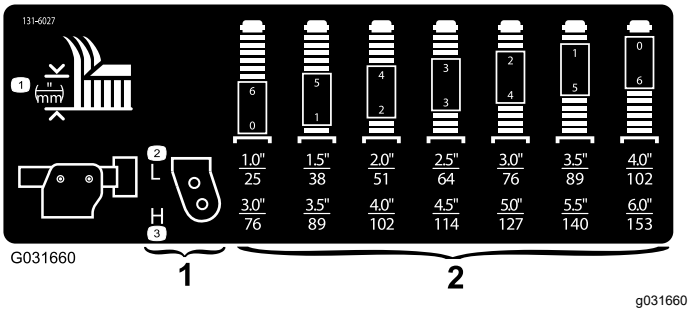

Figura 18
3. Coloque los ejes de las ruedas giratorias en los mismos taladros en todas las horquillas; consulte en la tabla (Figura 18) los taladros correctos para el ajuste.
Nota: Consulte la tabla para determinar la combinación de espaciadores necesaria para cada altura (Figura 18).